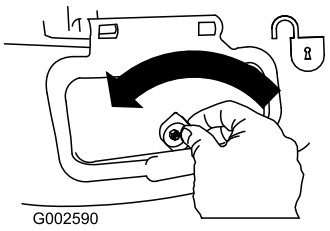

Figur 29
1. Lossa sidoutkastarluckan (Figur 29).